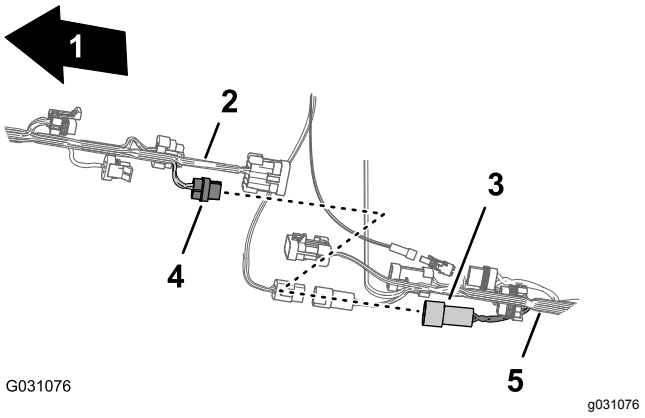

Figur 90
4. Anslut kontakten med två stift på sköljpumpens främre kablage till kontakten med två uttag på sköljpumpens bakre kablage (Figur 90).